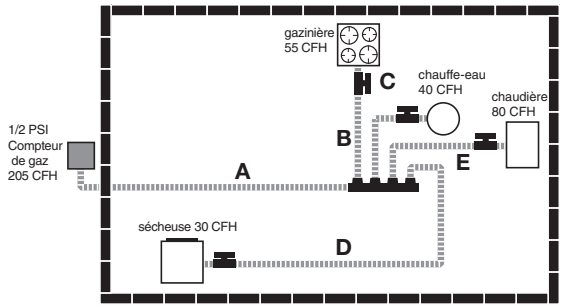

Figure: 3-2
1. Le système présenté dans Figure : 3-2 est typique pour une maison unifamiliale comprenant plusieurs appareils. On a choisi l'agencement parallèle. Le SYSTÈME À MOYENNE PRESSION (1/2 PSI) permet une chute de pression plus importante (1 po de colonne d'eau) que celle qui est disponible dans les systèmes à basse pression.